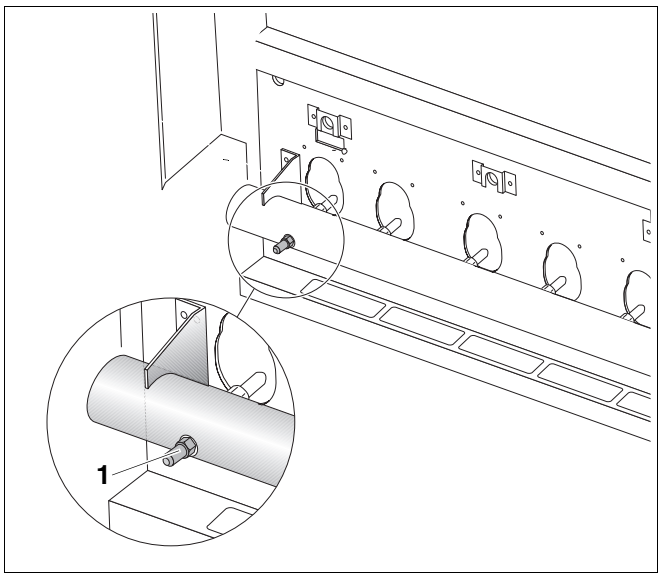

Afb. 26 Inspuiterdruk meten
- Draai de afsluitschroef van de meetnippel aan de gasverdeelbuis (afb. 26, **pos. 1**) twee slagen los.
- Plaats de meetslang van de U-buis-manometer op de meetnippel (afb. 26, **pos. 1**).